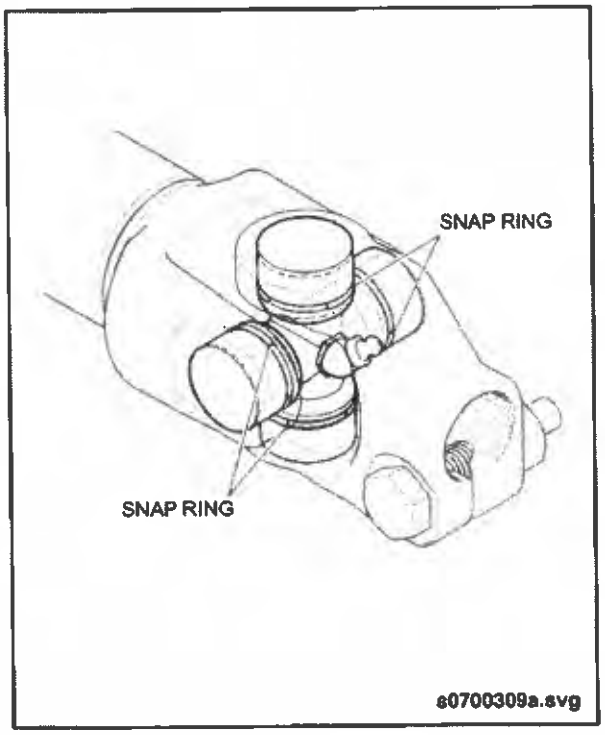

Fig. PM-5: Snap Ring Inspection
3. Inspect the U-joints to ensure that all snap rings are installed and fully seated within the groove on the bearing cup. The bearing cup must not protrude any more than 0.105" beyond the surface of the yoke bore. See "Fig. PM-5: Snap Ring Inspection" on page 20.